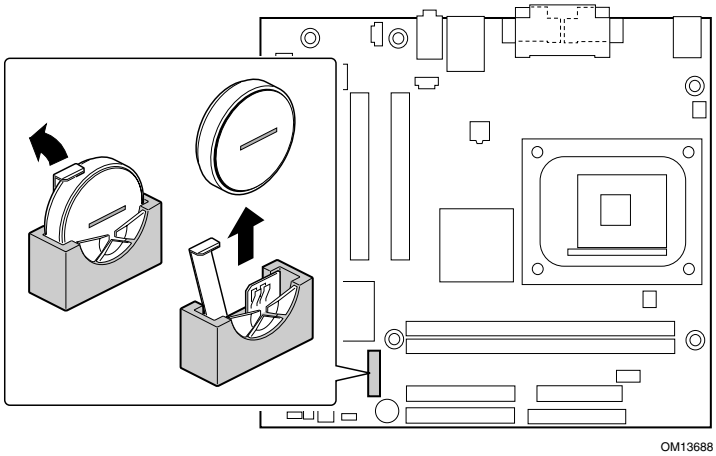
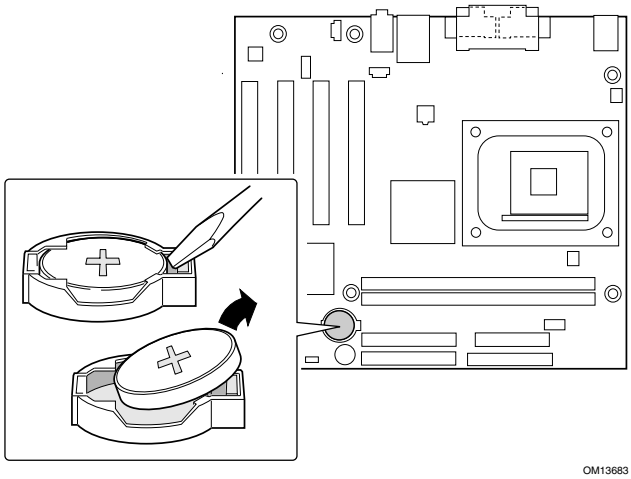

Figure 10. Removing the Battery from Desktop Board D845GLAD
Figure 11. Removing the Battery from Desktop Board D845GLLY
When the voltage drops below a certain level, the BIOS Setup program settings stored in CMOS RAM (for example, the date and time) might not be accurate. Replace the battery with an equivalent one. Figure 10 on page 31 shows the location of the battery.
4. Locate the battery on the board (see Figure 10 and Figure 11).